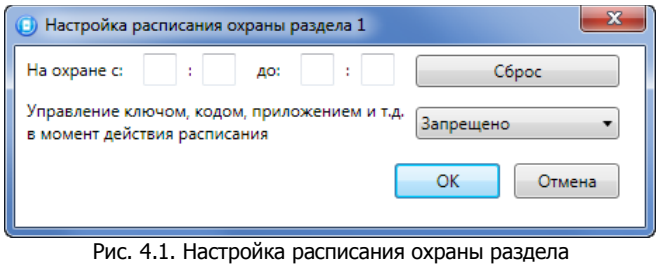

Рис. 4.1. Настройка расписания охраны раздела
- *Расписание:* позволяет установить интервал времени, в течение которого раздел должен находиться на охране (можно задать не только интервал времени, но и указать только начало периода или только его конец). Персоналу объекта можно как предоставить возможность управлять режимом охраны раздела вручную в период действия расписания, так и запретить любые изменения режима охраны раздела (Рис. 4.1).